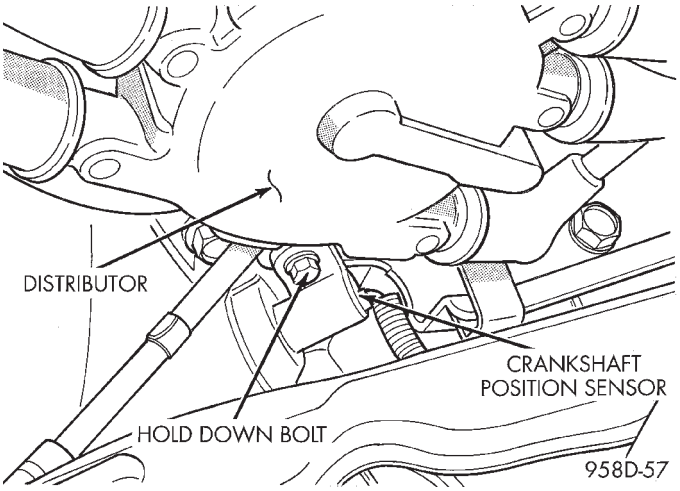

Fig. 46 Crankshaft Position Sensor
(1) Remove speed control servo from driver's side strut tower.
(2) Remove crankshaft position sensor retaining bolt (Fig. 46).